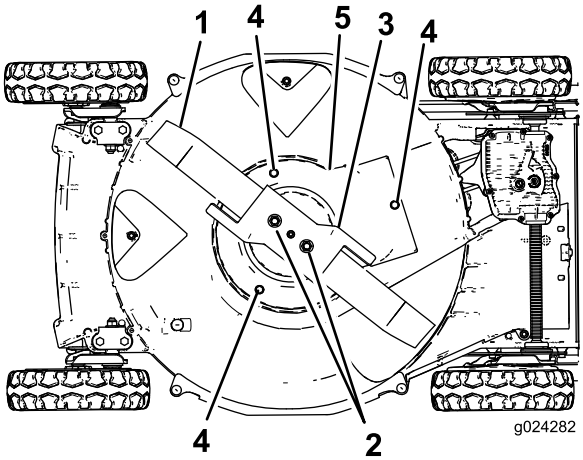

Figur 37
6. Ta bort de två knivmuttrarna, acceleratorn och kniven (Figur 37).
7. Ta bort de skruvar som fäster knivbromskopplingen på klipparkåpan (Figur 37).